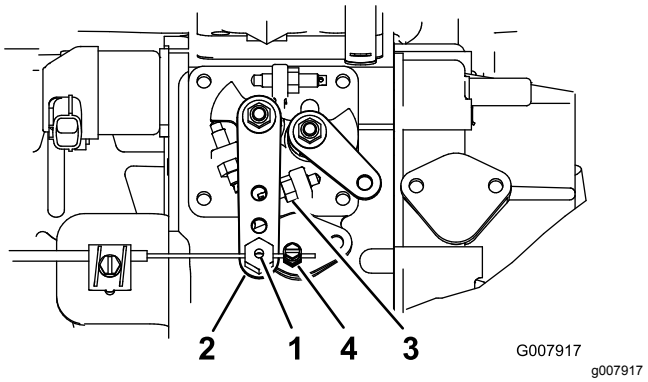

Figur 52
2. Løsn monteringsskruen til gaskablet på gaskablet ved siden af indsprøjtningspumpens arm (Figur 52).
3. Hold indsprøjtningspumpens vippearm mod det høje tomgangsstop (Figur 52).